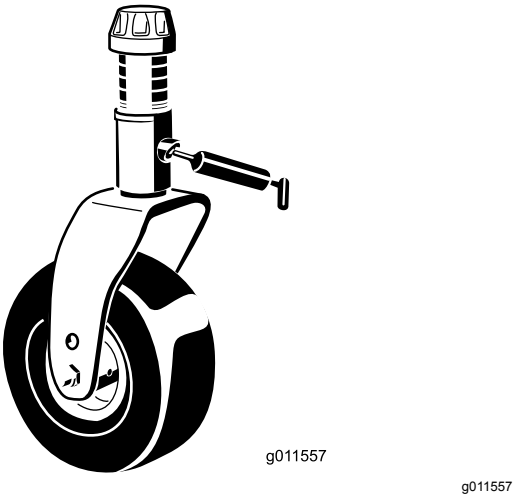

Figuur 62
- Lagerbussen van as van zwenkwielvork (2) (Figuur 62)